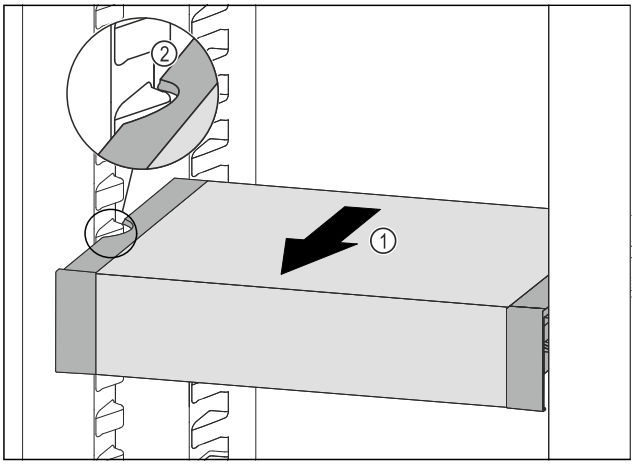

Fig. 113
▶ Húzza előrefelé a VarioSafe fiókot annyira *Fig. 113 (1)*, hogy a VarioSafe oldalsó kivágásai a hűtőrészben a tartóborda magasságában legyenek. *Fig. 113 (2)*